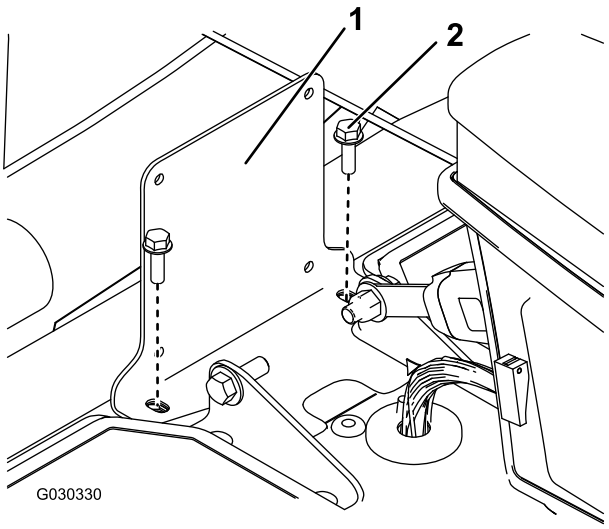

Figur 7
2. Fjern de to bolte, og monter monteringsbeslaget på maskinens sæderamme (Figur 7).